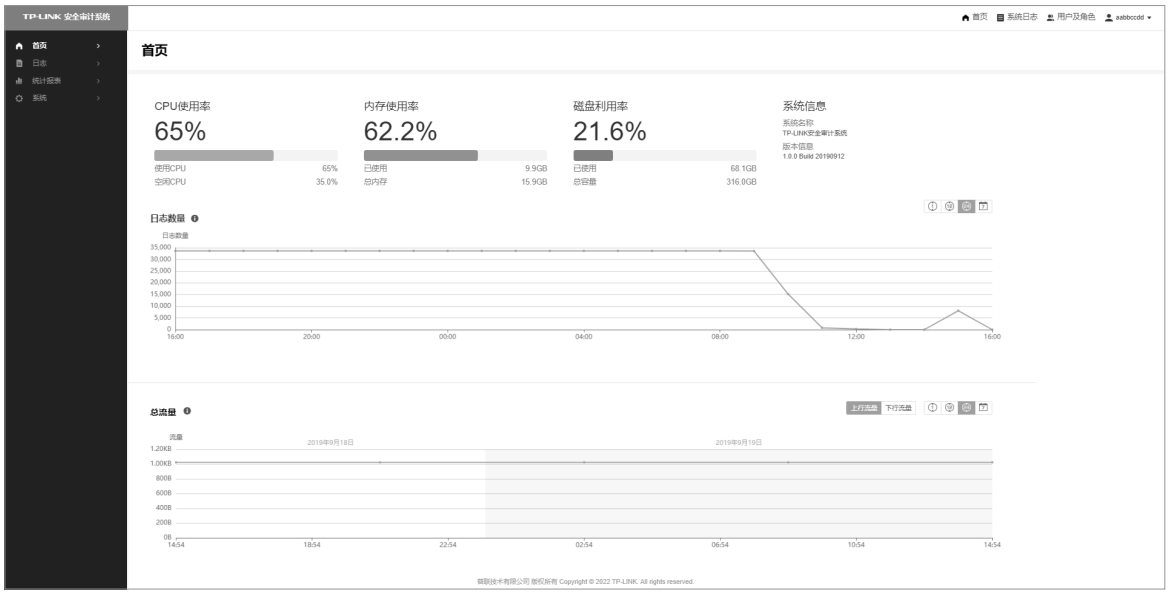

图4-3　管理界面首页示意图
1. 经过上述步骤即可成功登录安全审计一体机管理界面首页，如图4-3所示，可查看设备的基本系统信息、日志数量、总流量的相关信息，点击主页左侧的主菜单栏即可查看相应日志记录、行为分析、统计报表、本机配置等。